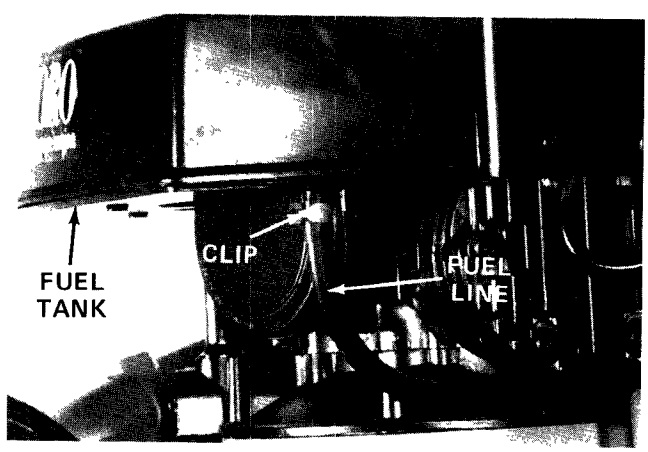

Figure 34
1. Place a clean, shallow drain pan below the fuel tank (Fig. 34).
2. Compress clip holding fuel line on fuel tank fitting (Fig. 34); then slide clip down fuel line.